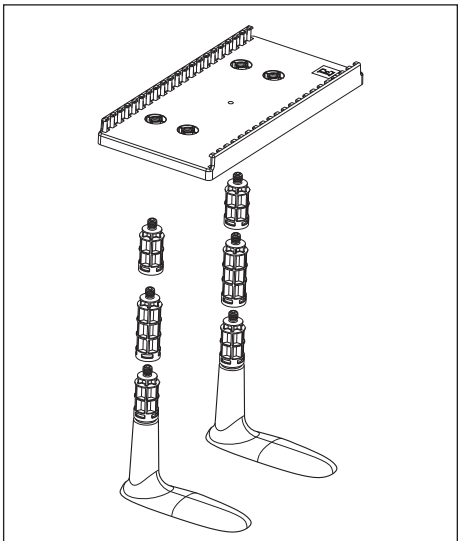

図6:テーブル
7. テーブル（図6）
2. 図6に示すようにテーブルを組み立てます。